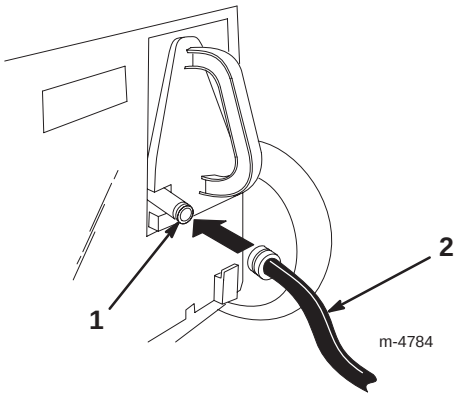

Bild 20
3. Heben Sie die hintere Klappe hoch und bringen Sie die Kupplung am Spülanschluss des Recyclingverschlusses an (Bild 20).